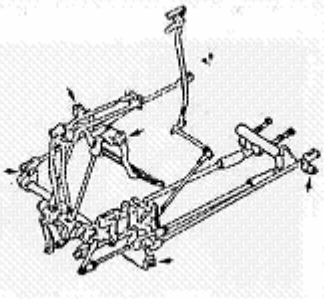

Рис. 5-25
4) Вал рычага тормозного механизма (6 точек) (Рис. 5-25)